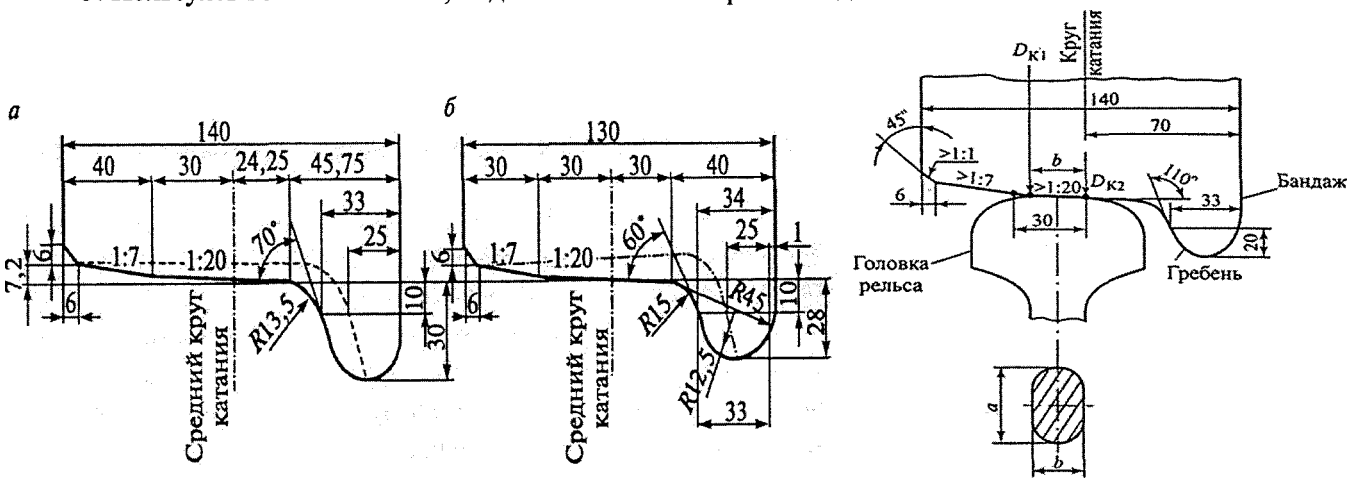

Рис.5 Поперечные профили колеса локомотива и вагона
— вычертить схемы: Рис.5 Поперечные профили колеса локомотива и вагона.
2. Вычертить схему с нанесением всех необходимых размеров по исходным данным Рис.5,6